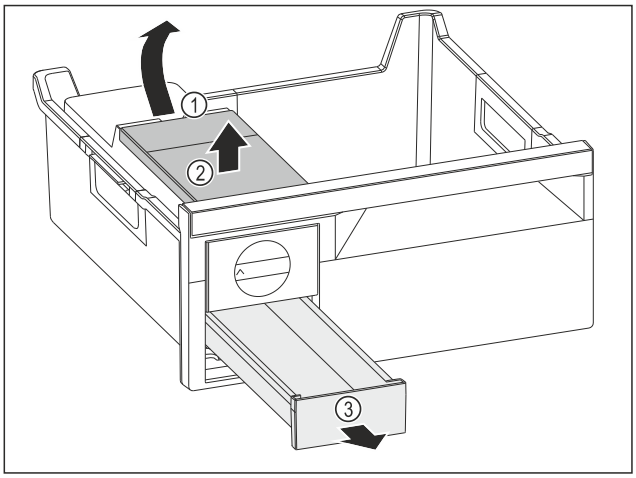

Fig. 104
▶ Извлеките бак для воды: Поднимите бак для воды за выемку *Fig. 104 (1)*.
▶ Извлеките бак для воды *Fig. 104 (2)* движением вверх.
▶ Извлеките выдвижной ящик для кубиков льда *Fig. 104 (3)* движением вперед.